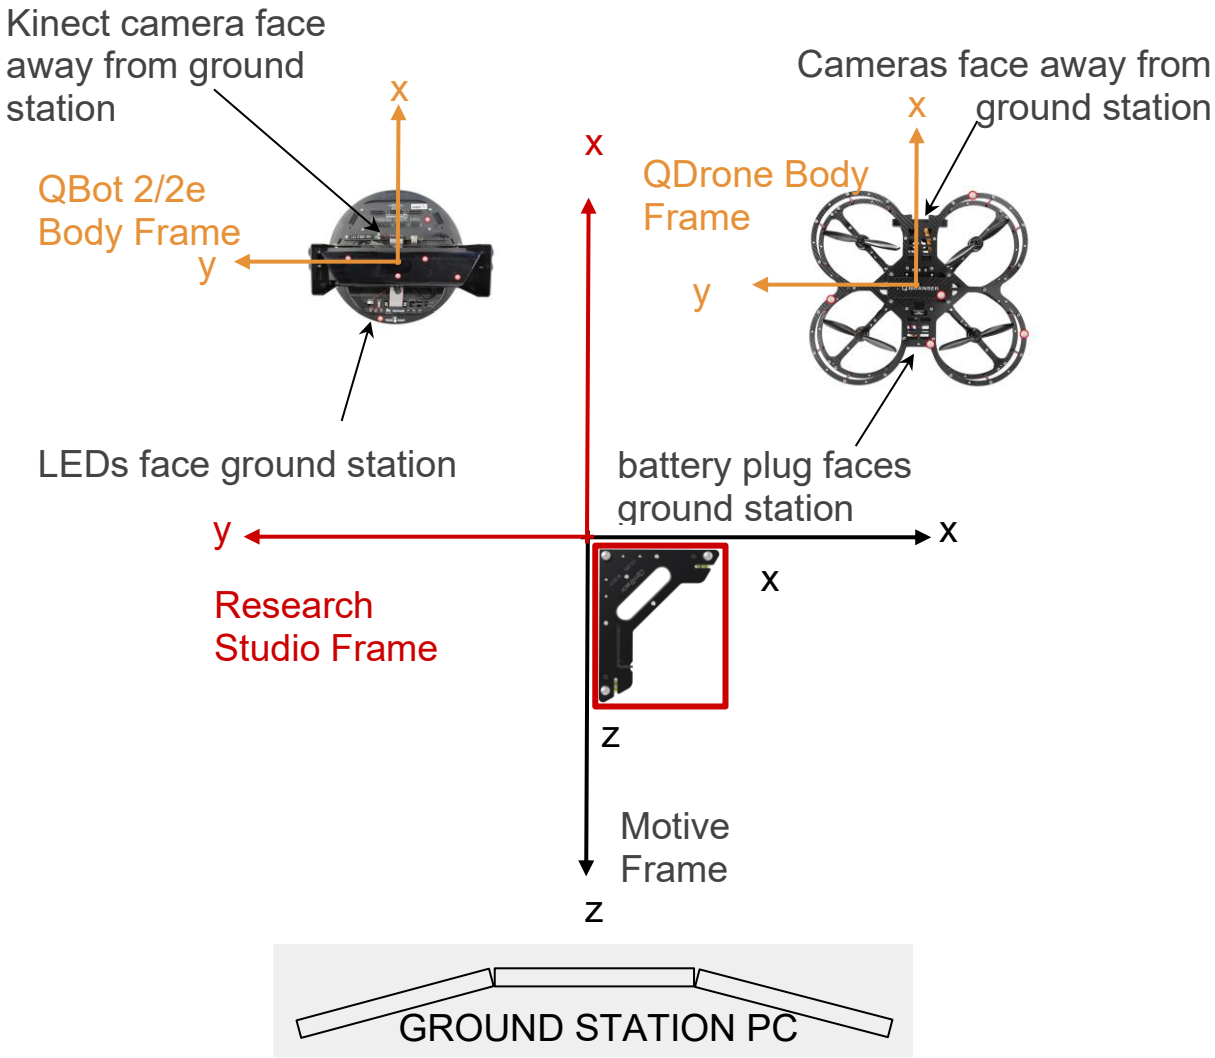
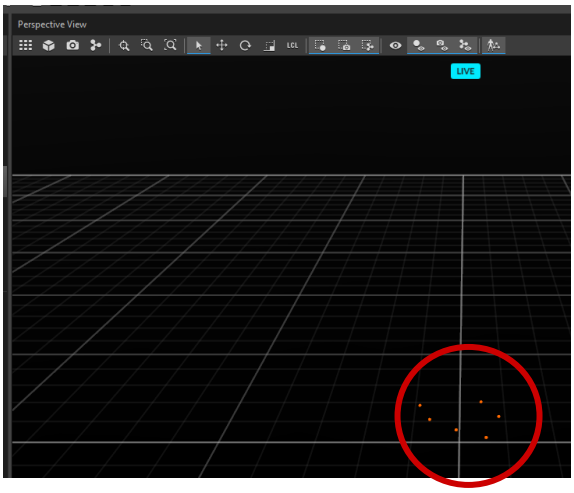

Figure 1. Vehicle placement orientation in workspace when defining rigid bodies in Motive
Figure 3: Perspective view in Motive 2.0.1
Note: When a vehicle's rigid body is defined in Motive, it identifies the vehicle's yaw reading as 0 the way it is placed. Ensure that you place the QDrone 1/2/QBot 2 in the workspace oriented as shown in Figure 1 when defining the rigid bodies. This means **always ensuring the vehicle's camera is pointed away from the ground control station PC.** This will provide consistency in measurement throughout the demo models and controllers provided with the Autonomous Vehicles Research Studio.
2. Place the vehicle in the workspace according to the frame guidelines in Figure 1 (Camera of the vehicle towards the back of the room away from the ground station PC). Motive should display the markers picked up by the cameras in the Perspective View, (Figure 3).